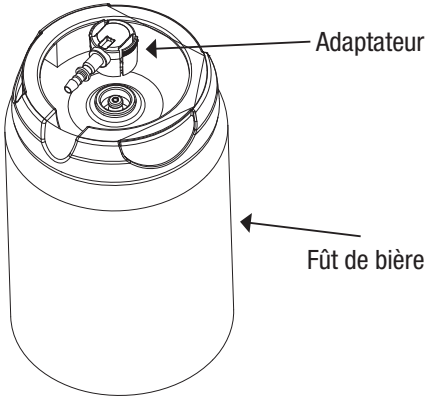

Figure 8
2. Installez le nouvel adaptateur sur la tireuse à bière et assurez-vous que le tuyau est bien raccordé (figures 8 et 9).